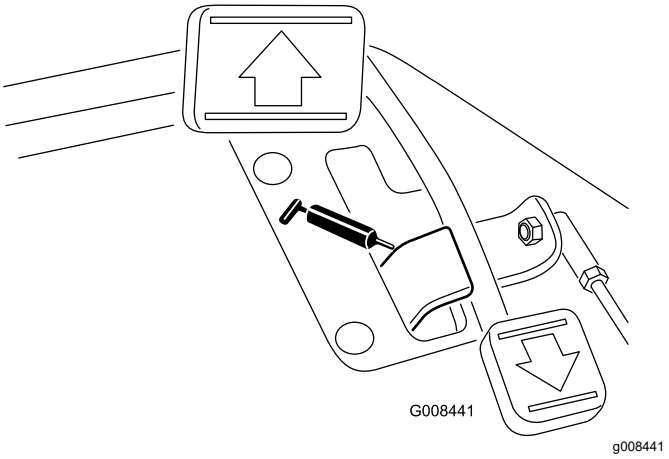

Figuur 28
- Draaipunt van tractiepedaal (1) (Figuur 28)